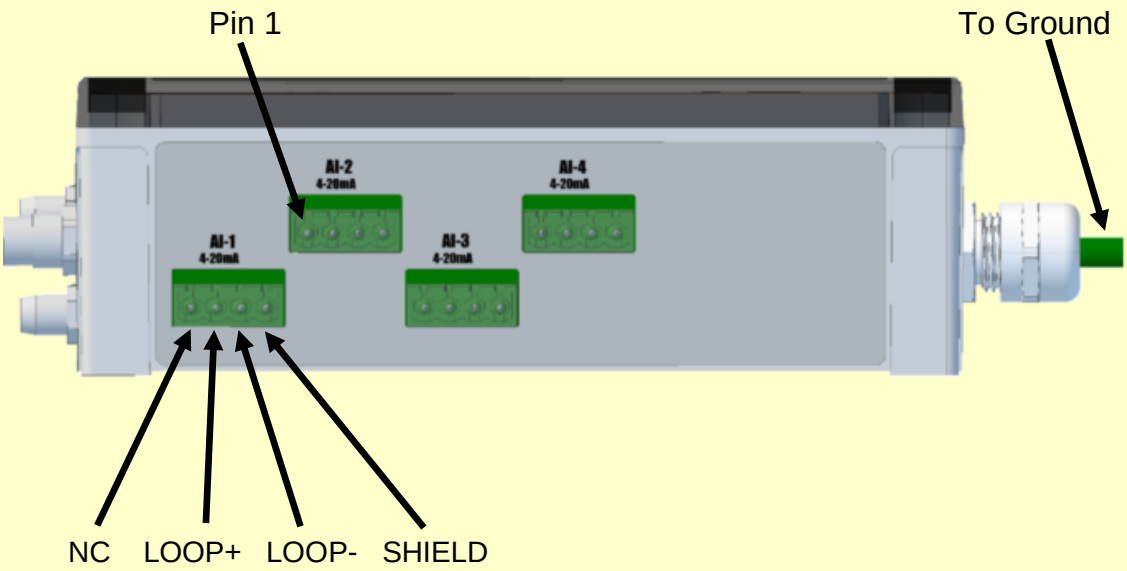

Figure 7 - 4-20mA Input Channels
- Ground connection (only shown in Figure 7).